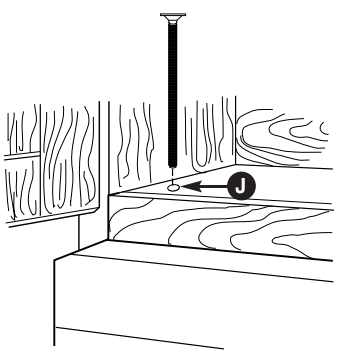

Figure 32
3. Then insert a bolt down through each hole in the upper cabinet bottom.See Figure 32. Tighten the bolts until the gap between the upper cabinet and microwave oven is closed.